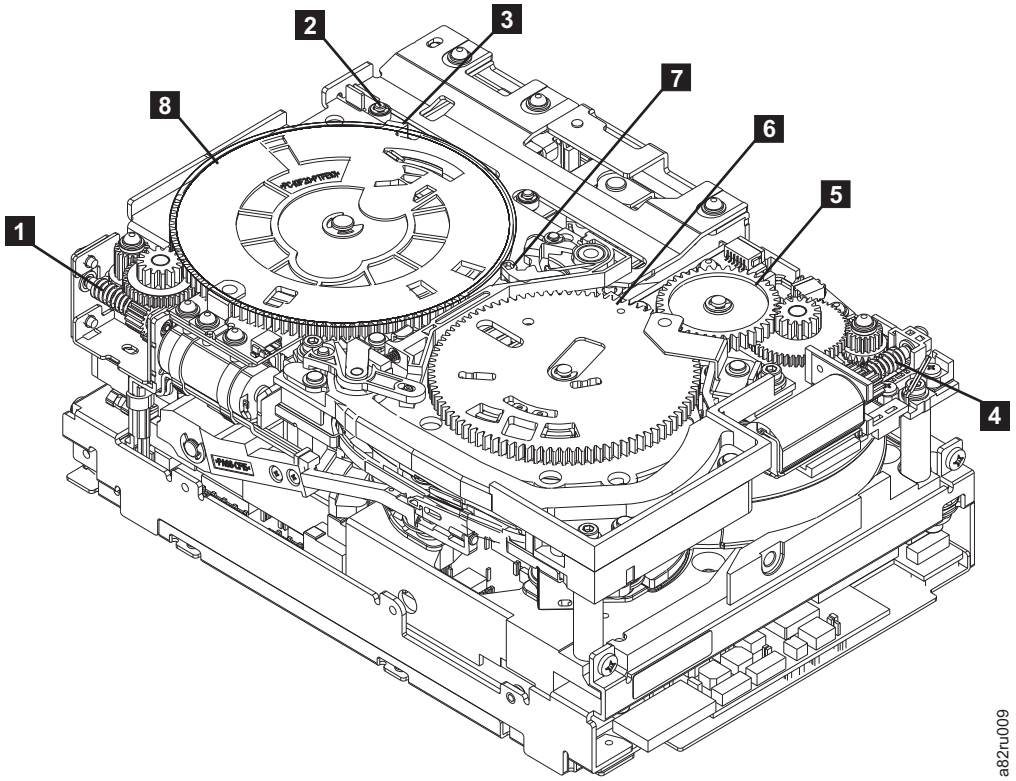
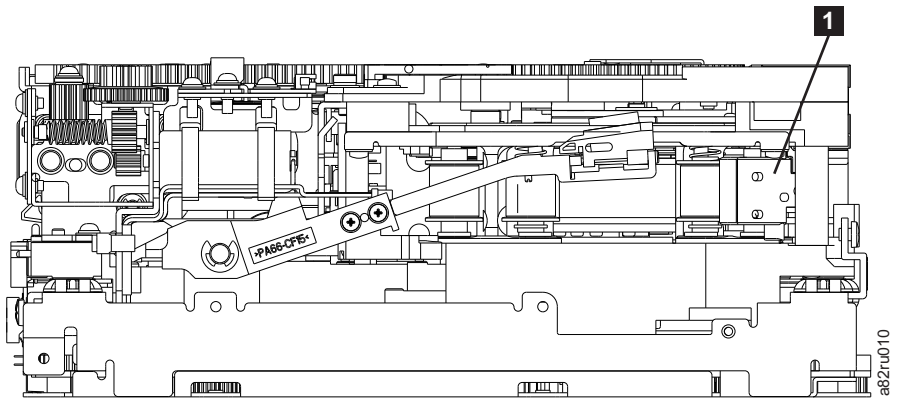

Figure 7-158. Drive with cover removed to reveal gear train.
Figure 7-159. Leader Block Assembly (LBA)
5. Locate the threader motor worm gear (**4** in Figure 7-158 on page 7-144) on the rear of the drive. You can either:
a. Use your finger to rotate the threader motor worm gear and slowly rotate the threader mechanism gear (**6** in Figure 7-158 on page 7-144) clockwise;
b. Use a #1 flathead screwdriver to turn the threader worm gear (**9** in Figure 7-158 on page 7-144) clockwise.
This rotates the threader motor worm gear (**4** in Figure 7-158 on page 7-144) clockwise, drawing the LBA into the cartridge.
6. As the tape leader block assembly (LBA) is secured in the cartridge, you should hear the LBA retention spring clips click into place. If you do not hear the click, continue rolling until the threader motor worm gear (4 in Figure 7-158) stops. The LBA is in the correct position.
a. Loader mechanism gear (6 in Figure 7-158) nearest the front of the drive that actuates the cartridge loader mechanism.
b. Position of the rotate stub (3 in Figure 7-158).
c. Front loader motor worm gear (1 in Figure 7-158). Rotating this gear allows the loader mechanism gear (8 in Figure 7-158) to turn.
8. Rotate the loader motor worm gear (1 in Figure 7-158) to turn the threader mechanism gear (6 in Figure 7-158) counterclockwise. Continue turning until the rotator stub (3 in Figure 7-158) loses contact with the lever (7 in Figure 7-158). This releases the LBA leader pin.
9. Rotate the threader motor worm gear (**4** in Figure 7-158 on page 7-144) to turn the threader mechanism gear (**6** in Figure 7-158 on page 7-144) counterclockwise. This moves the LBA out of the cartridge and past the read/write head. Stop this rotation when the LBA is near the tape guide roller nearest the rear of the drive shown as **1** Figure 7-159.
10. Continue rotating the loader motor worm gear (**1** in Figure 7-158 on page 7-144) until the rotator stub (**3** in Figure 7-158 on page 7-144) is positioned as shown. Notice that the rotator stub (**3** in Figure 7-158 on page 7-144) is nearly aligned with the cartridge loader tray guide bearing (**2** in Figure 7-158 on page 7-144).